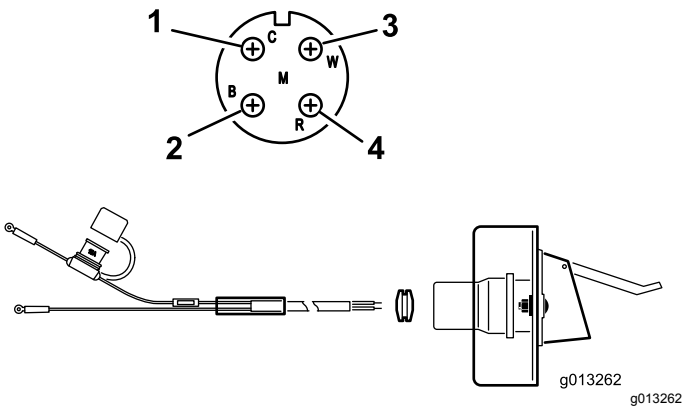

**Figuur 9**
2. Leid de elektrische bedrading van de accu naar de stekkerhouder en maak de bedrading vast (Figuur 9).
3. Leid de bedrading door de contrastekkerhouder en plaats de zwarte rubberen pakkingring over de bedrading (Figuur 9).